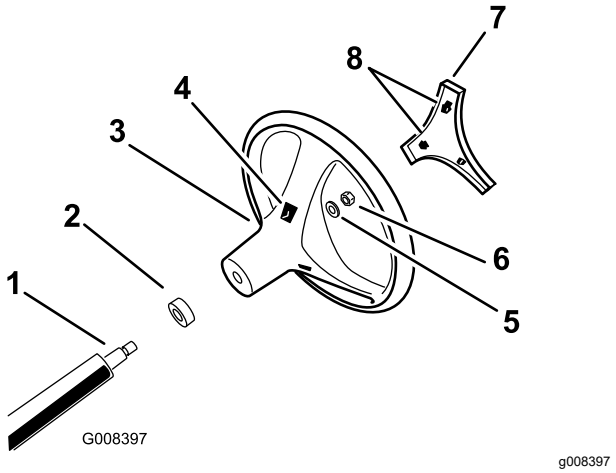

**図 3**
4. 図 3に示すようにロックナットでハンドルを固定し、24-29 N·m2.5-3.0 kg/m = 18-22 ft-lb にトルク締めする。
5. ハンドルのセンターカバーをハンドルのスロットに合わせて押し込み、センターカバーをハンドルハブに固定する図 3。